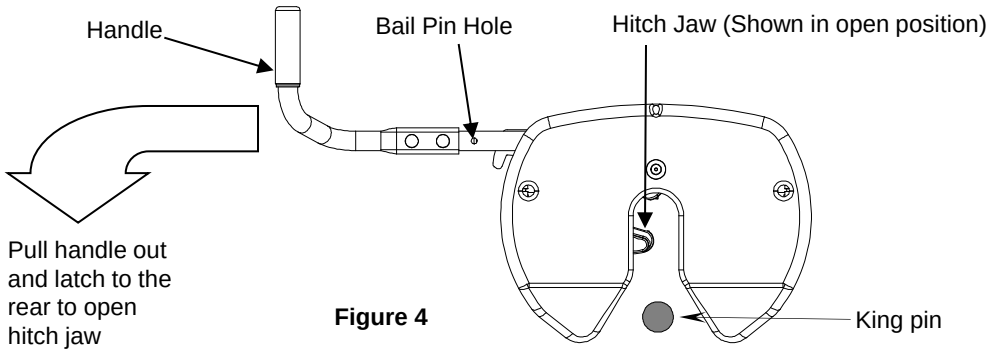
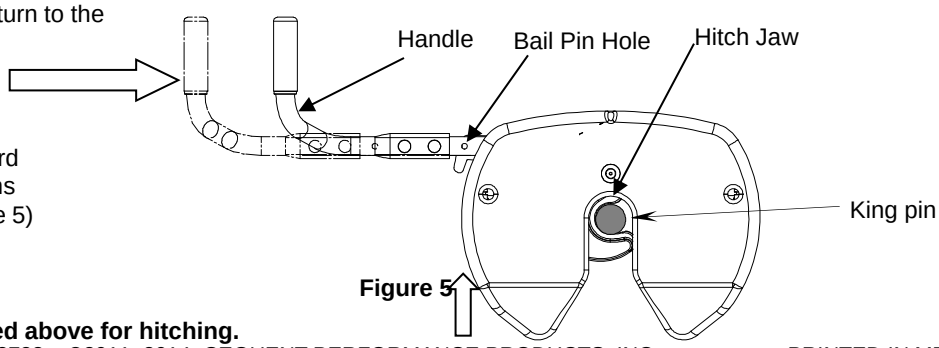

Figure 4
Figure 5
3. Remove bail pin from bail pin hole (see Figure 4). Then pull handle out and rearward to hold open
4. With handle in the open position (See Figure 4), back truck slowly into trailer. As king pin completely enters head, jaw will spring closed around king pin and handle will return to the closed position. If the handle does not return to the closed position, then try to push the handle back to the closed position. If handle does not return to the closed position then move the truck slightly forward or rearward until the handle returns to the closed position. (See Figure 5)